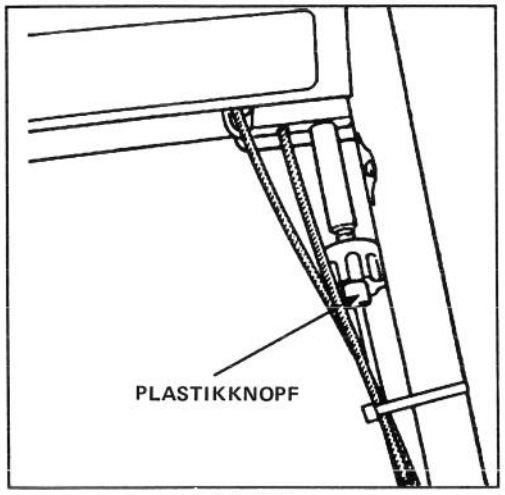

Bild 19
3. Um das Radfahrantriebskabel einzustellen, drehen Sie den Knopf links vorne unter dem Armaturenbrett (Abb. 19). Drehen Sie den Knopf in die Plusrichtung (+), um den Abstand